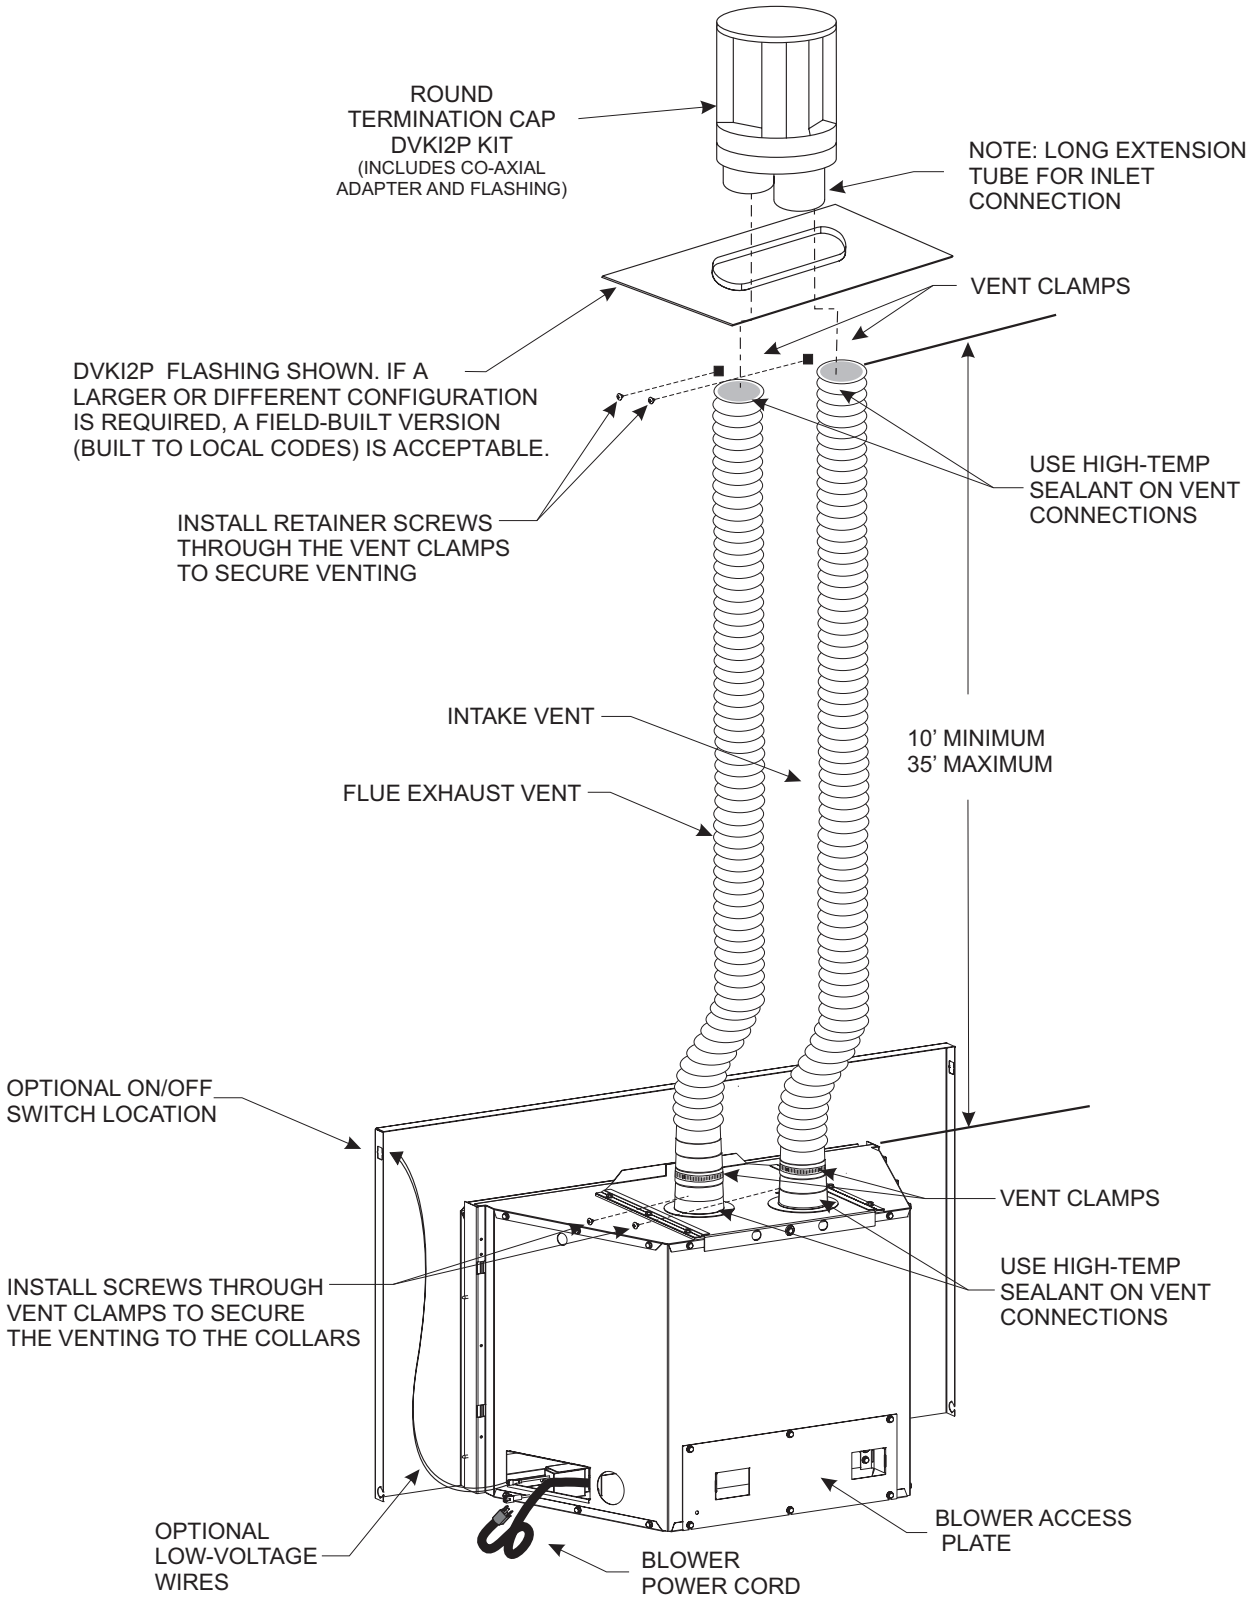

Figure 10
Figure 10 shows the vent termination cap and system approved for use with these models. Approved vent system terminations are labeled for identification. Use 3-inch diameter, flexible aluminum or stainless steel gas venting for both the incoming combustion air and exhaust vent pipes. **No other venting systems or components may be used.** Detailed installation instructions are included with each vent termination kit and should be used in conjunction with this manual.
***NOTICE*:** The minimum vertical vent rise is 10 feet and the maximum vertical vent rise is 35 feet. These dimensions are measured from the starting collars of the unit to the end of the last section of vent pipe. **See Figure 10.**